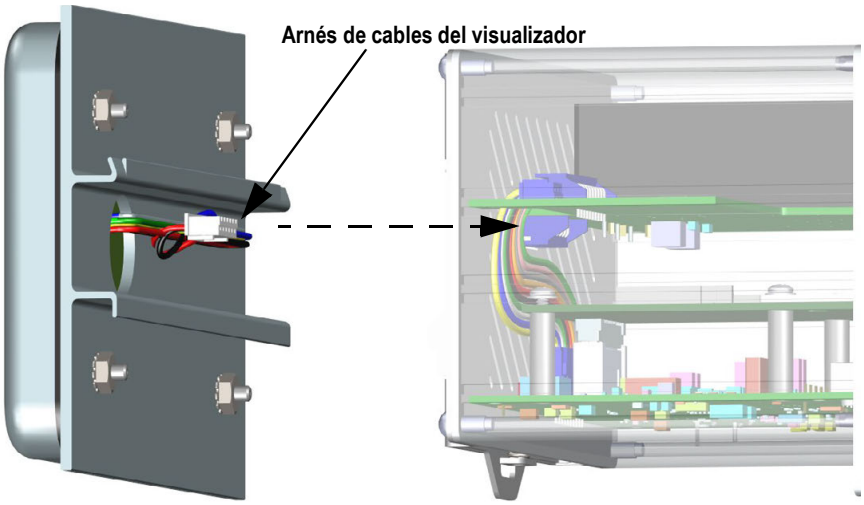

*Figura 2-7. Arnés de cables del visualizador*
4. Desconecte el arnés de cables del visualizador mostrado en la Figura 2-7.